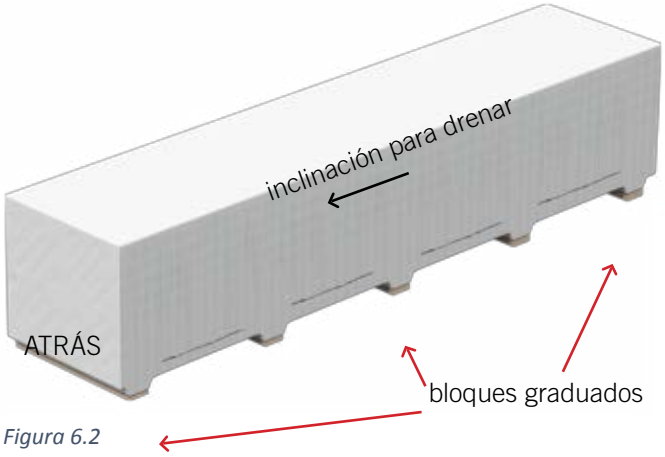

Figura 6.2
6.2 Levante un extremo de los paquetes de paneles para lograr un drenaje adecuado - use bloques graduados debajo de las almohadillas de apoyo de los paquetes según sea necesario (figura 6.2).